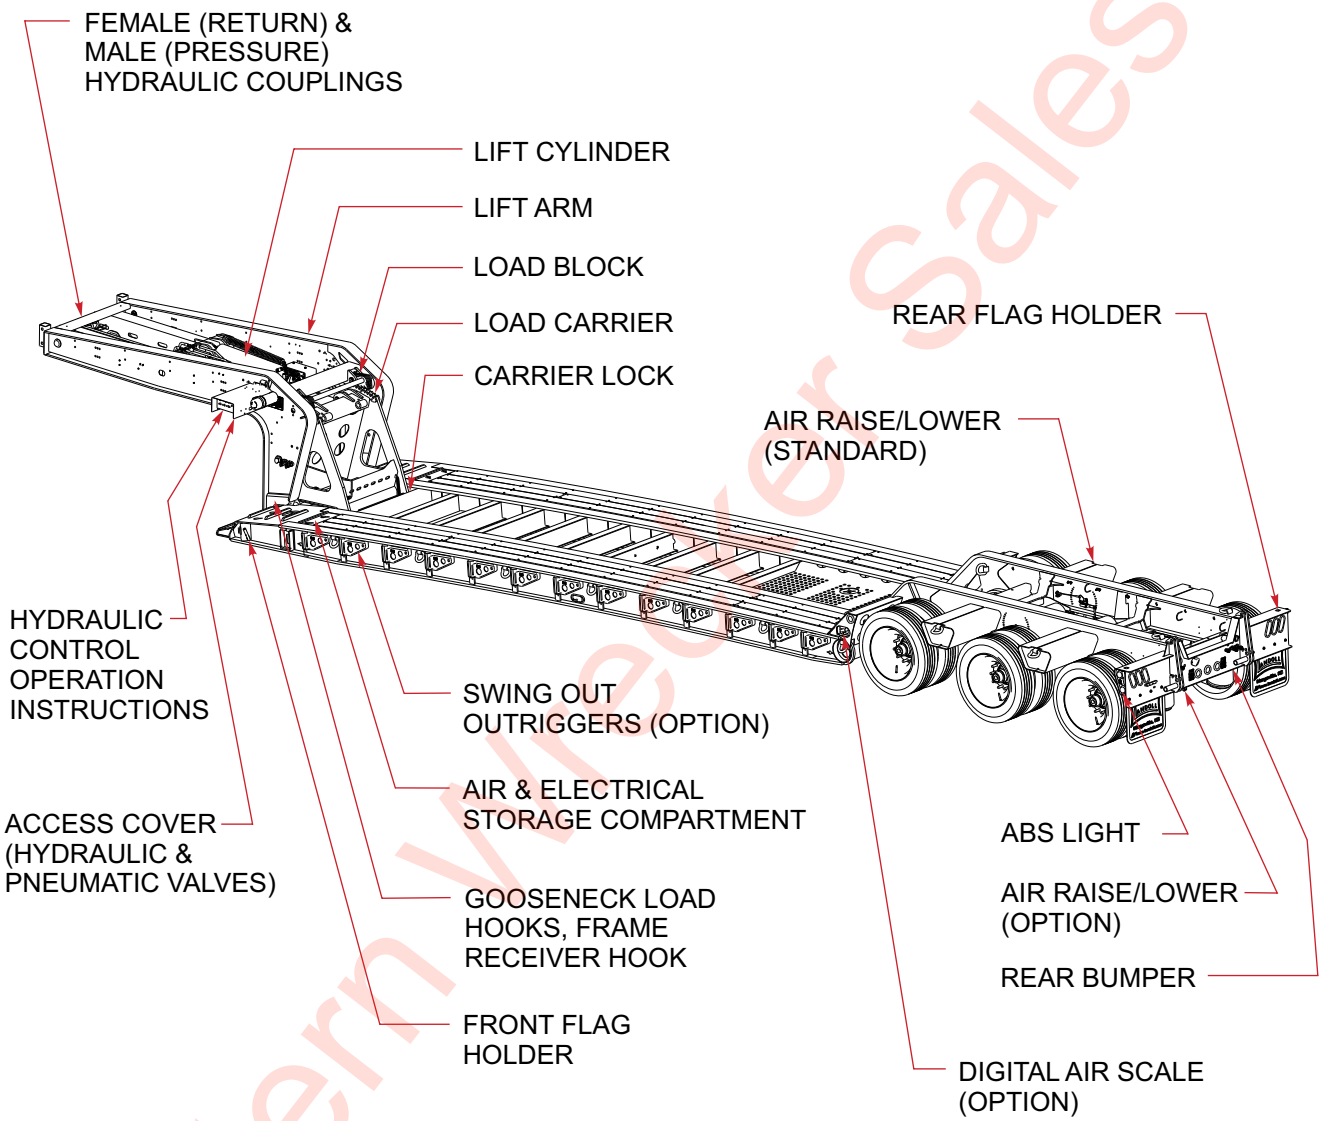

Figure 3-1: Trailer Terminology
This section supplies information for operation of the semitrailer. It describes and locates controls and gives general operation procedures. Read all instructions, warnings, cautions, and danger notes before attempting to operate the semitrailer. Operators must have proper training before operating the semitrailer. **(See Figure 3-1 for location of semitrailer parts.)**
3. Before moving the trailer, activate the **TRAILER LIFT lever** "DOWN" until the semitrailer load carrier rests completely on the load blocks **(See Figure 3-1 and See Table 3-1.)**
The **TRAILER LIFT lever** is located on the driver's side of the gooseneck assembly **(See Figures 3-1 and 3-3.)** It is the middle lever and has three positions: